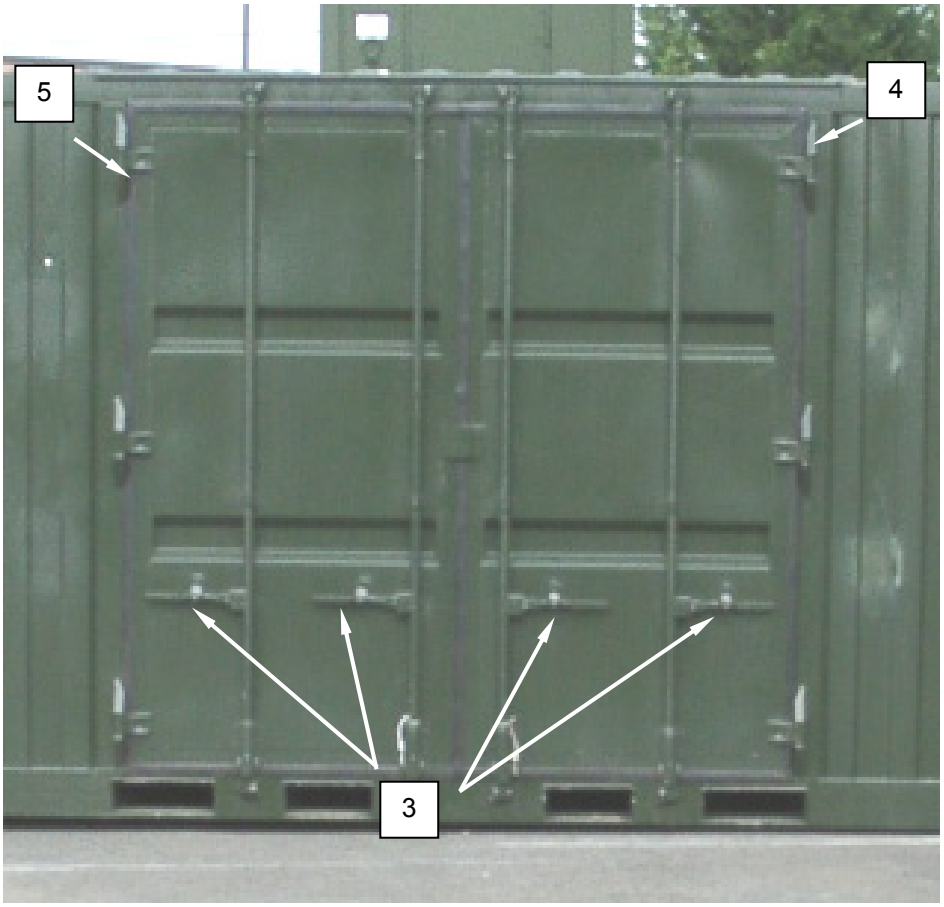

Figure 2. Double Entrance Doors.
1. Unlatch latching mechanisms **(Figure 2, Item 3)** of right-hand door **(Figure 2, Item 4)** and open right-hand door.
2. Unlatch latching mechanism **(Figure 2, Item 3)** of left-hand door **(Figure 2, Item 5)** and open left-hand door.